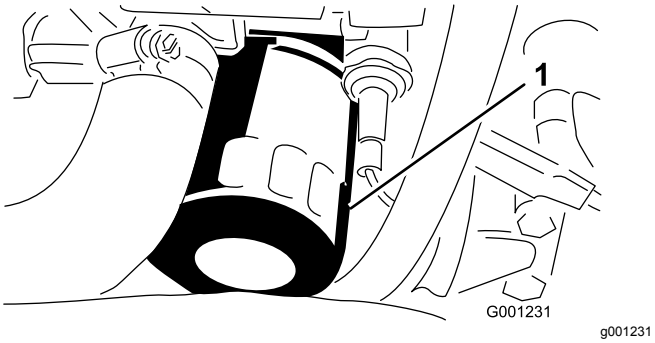

Figuur 48
8. Verwijder en vervang het oliefilter (Figuur 48).